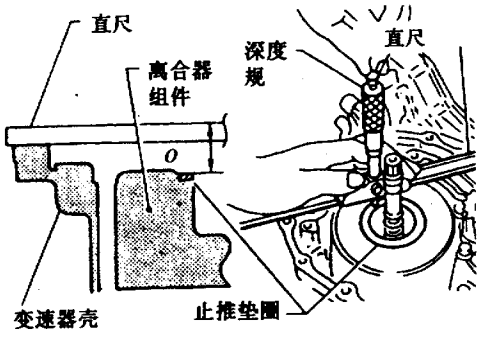

图 9－7－50　测量尺寸 O 值
②如图 9－7－51 所示，测量尺寸 P 值。然后按公式 9－7－8 计算尺寸 N 值。N 值为变速器壳的油泵配合面与倒档离合器毂上止推垫圈之间的距离。